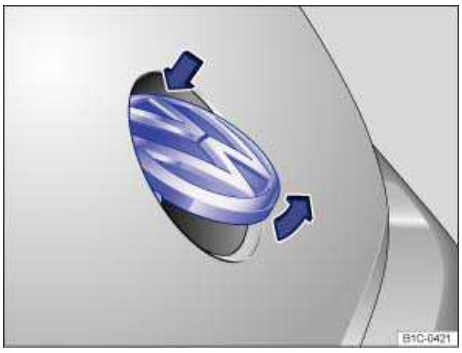

Fig. 32 Opening luggage compartment lid from the outside.
- Using your thumb, press the top of the Volkswagen emblem ⇒ fig. 32 and move the top of the emblem down. Grasp the bottom part of the emblem and pull to lift the luggage compartment lid.